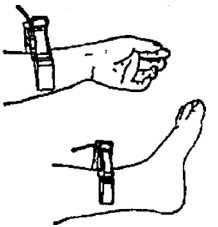

Figura 18
- Gli elettrodi degli arti devono essere posizionati tenendo in considerazione la morbidezza della cute di mani e piedi. Pulire la cute nell'area di posizionamento dell'elettrodo, quindi applicare un piccolo strato di pasta conduttiva sull'area della cute. Il lato dell'elettrodo che presenta la parte metallica deve essere posizionato all'interno degli arti (come mostrato in Figura 18).